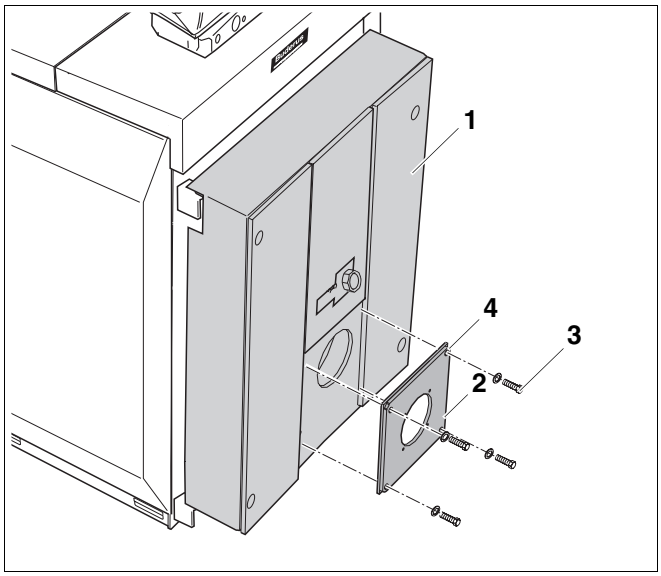

Рис. 46 Монтаж пластины под горелку
- Закрепить пластину (рис. 46, **поз. 2**) на дверце горелки (рис. 46, **поз. 1**) используя болты и шайбы (рис. 46, **поз. 3**) (для уплотнения установить прокладку).